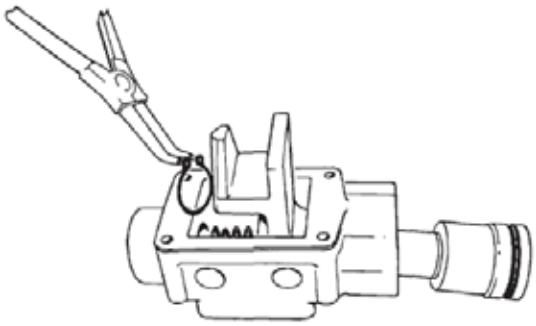

Figure 9 Removing Circlip
c. Push the piston into the cylinder bore by hand and remove the circlip retaining the selector fork to the piston from its groove (Figure 9).